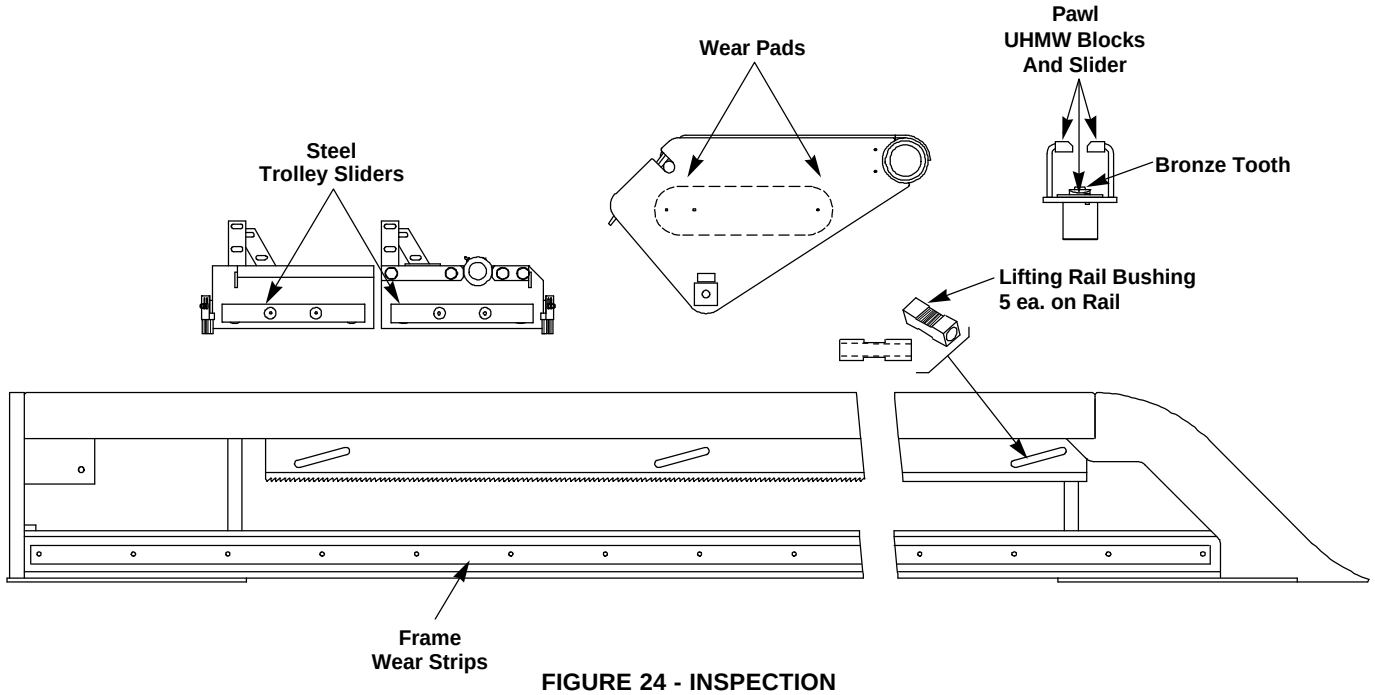

FIGURE 24 - INSPECTION
2. Operate unit in (5) different places to ensure the locking mechanism engages properly.
3. Disassemble both the locking arm and trigger trolley and inspect internal sliders for wear. Replace as necessary. See Figure 24.
4. Inspect wear pads in locking arm assembly. See Figure 24.